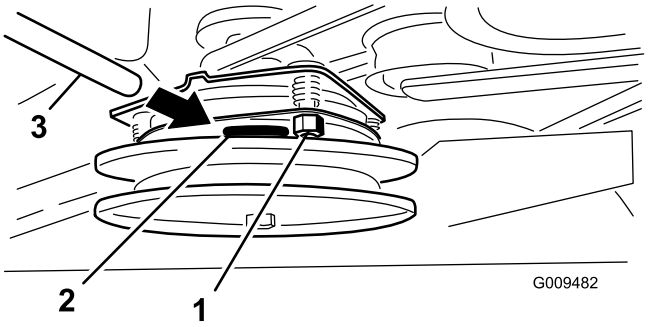

**Figur 59**
2. Hvis justering påkræves, skal afstanden indstilles til 0,381 mm for hver af de tre justeringspositioner. Tilspænd låsemøtrikkerne, indtil søgeren binder let, men stadig let kan flyttes inden for gnistgabet (Figur 59).